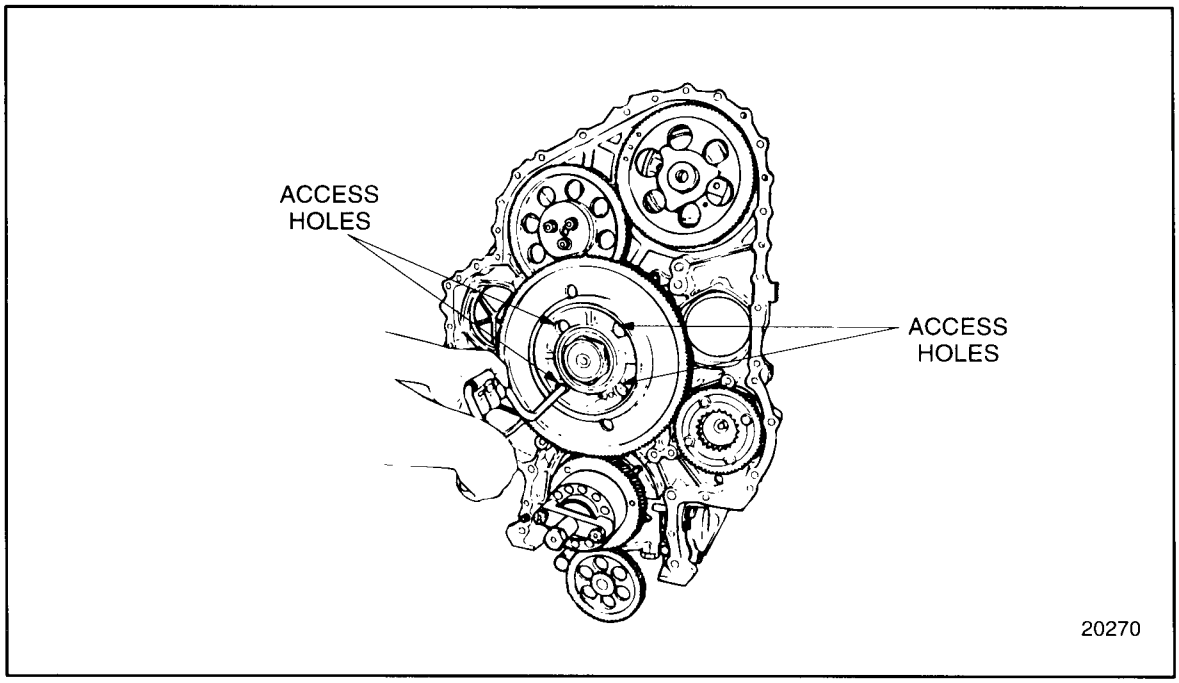

Figure 1-432 Removing Bull Gear Assembly Retaining Bolts
3. Working through the four access holes in the bull gear carrier, loosen and remove two of the four bolts that secure the bull gear assembly to the cylinder block. See Figure 1-432.